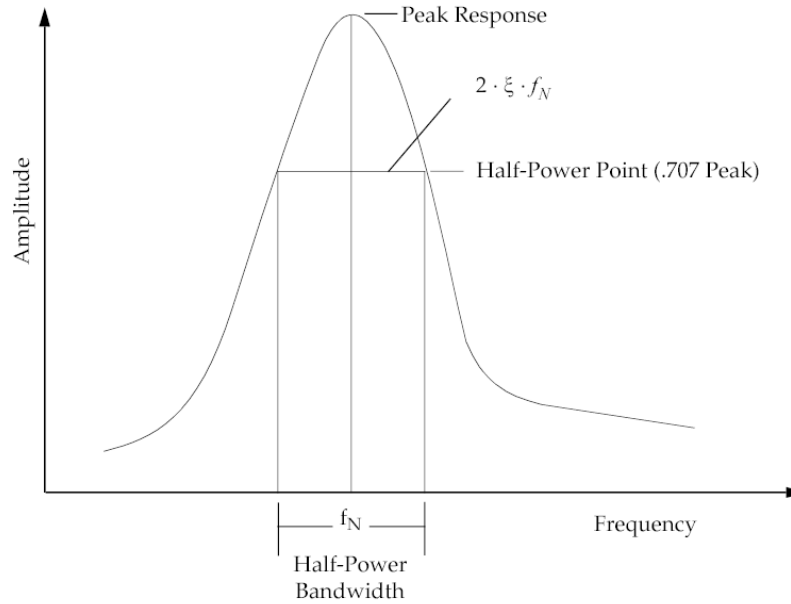

Figure 14-2. Half-Power Bandwidth Definition
5. The frequency spread can be used also to define the half-power bandwidth. The half-power bandwidth is given by 2 · ξ · f_N, where ξ is the damping ratio. Therefore, if FSPD is specified equal to the damping ratio for the mode, NFM specifies the number of excitation frequency within the half-power bandwidth. See Figure 14-2 for the definition of half-power bandwidth.